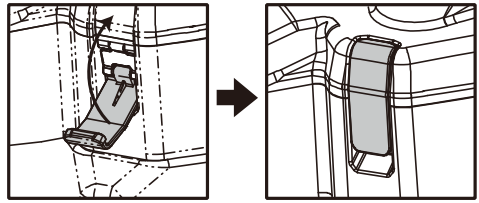
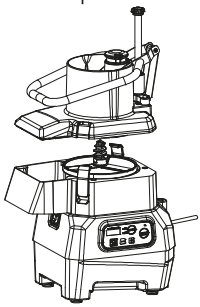

Fig. 6
Fig. 7
2) Asegúrese de que el centro de la máquina esté instalado correctamente en la base de la máquina. (La flecha en la carcasa central apunta al icono de bloqueo, lo que indica que la base está bloqueada, como se muestra en la Fig.6)
5) Coloque el conjunto de la tolva y ciérrelo con la carcasa central como se muestra en la Fig.7, luego bloquee las dos hebillas como se muestra en la Fig.6. Después de instalar el componente de corte de verduras en